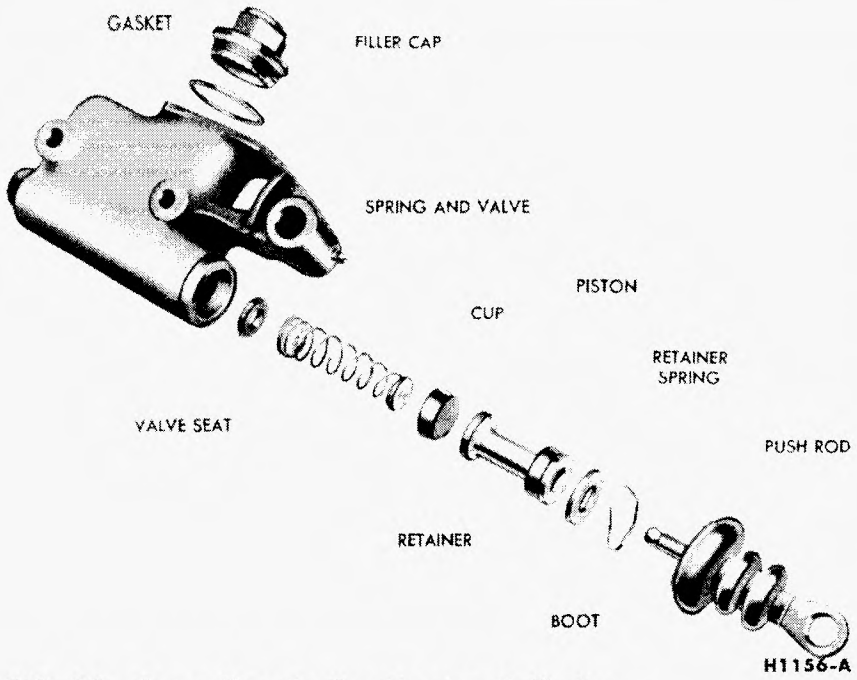

FIG. 13—Econoline Brake Master Cylinder—Disassembled
1. Clean the outside of the cylinder, remove the filler cap and gasket (Fig. 13), and pour out any remaining fluid.
3. Insert the valve seat, spring and valve assembly, and cup into the cylinder bore (Fig. 13).